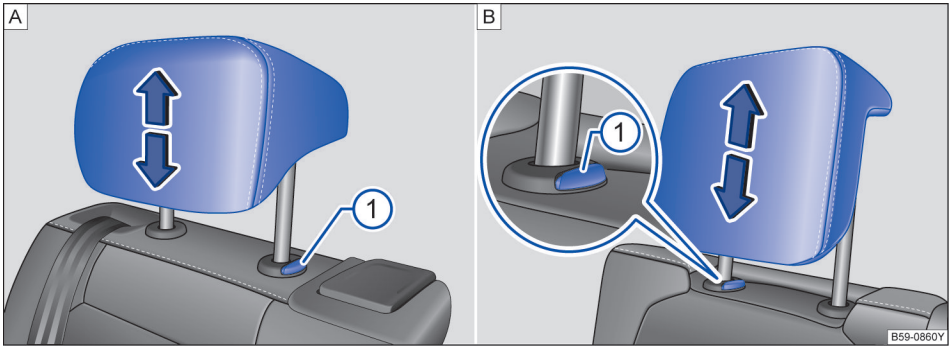

图 82 A. 调节第二排座椅头枕 B. 调节第三排座椅头枕 ▶
– 按住按钮→ 图 82①，同时沿箭头方向上推或下压头枕即可将头枕调整至合适高度→ ⚠。